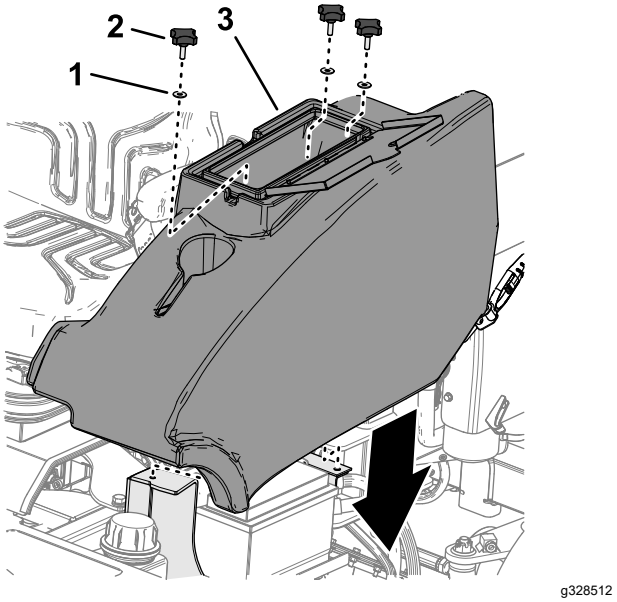

Figur 48
2. Montera förvaringsutrymmet på maskinen med de tre vreden och de tre brickorna (Figur 48)